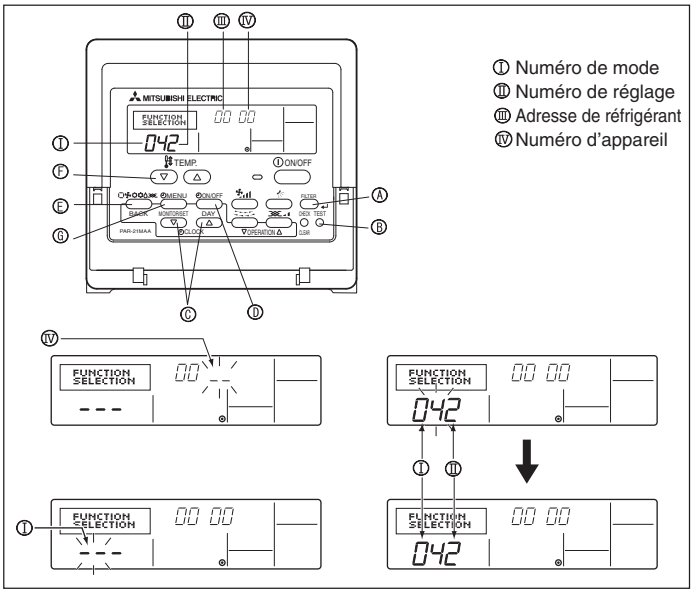

Fig. 6-9
1) Pour la télécommande filaire (Fig. 6-9)